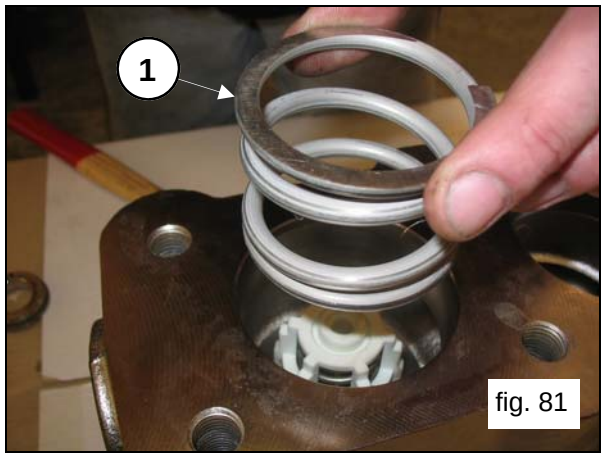

fig. 81
Remove the spring (pos.①, fig.81).